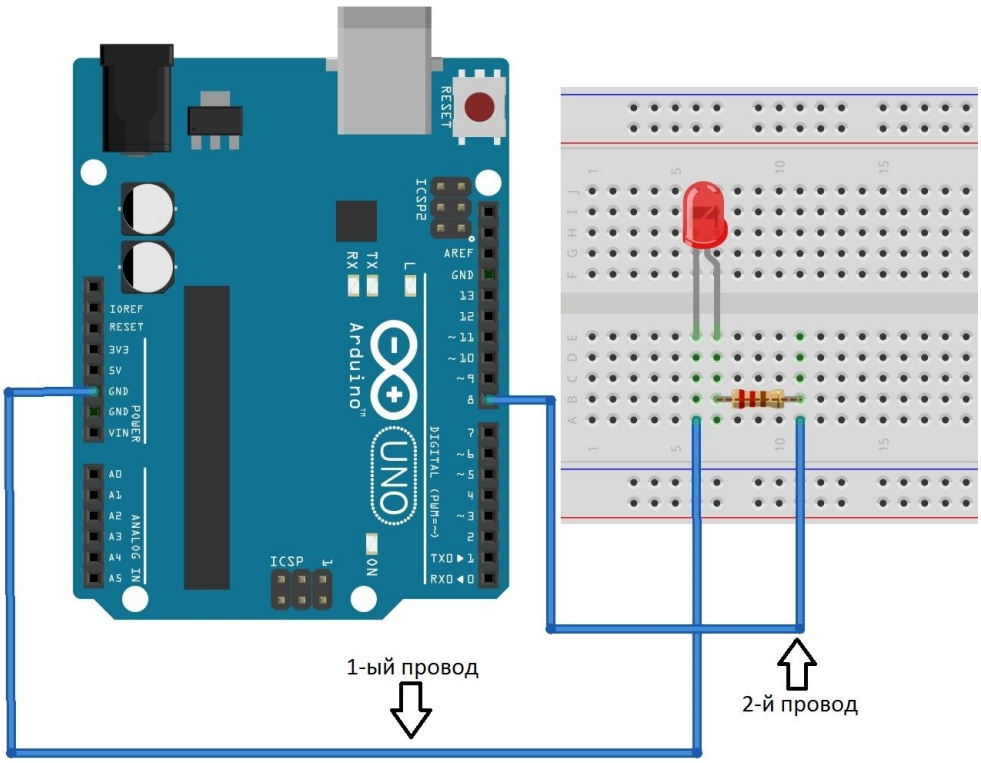

Рисунок 9. Схема подключения
- Собрать схему. Пример подключения схемы приведен на Рис.9: